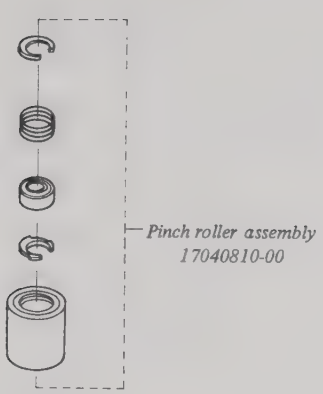

Fig. 5-11
1. Replace pinch roller assembly as a whole (See Fig. 5-11)